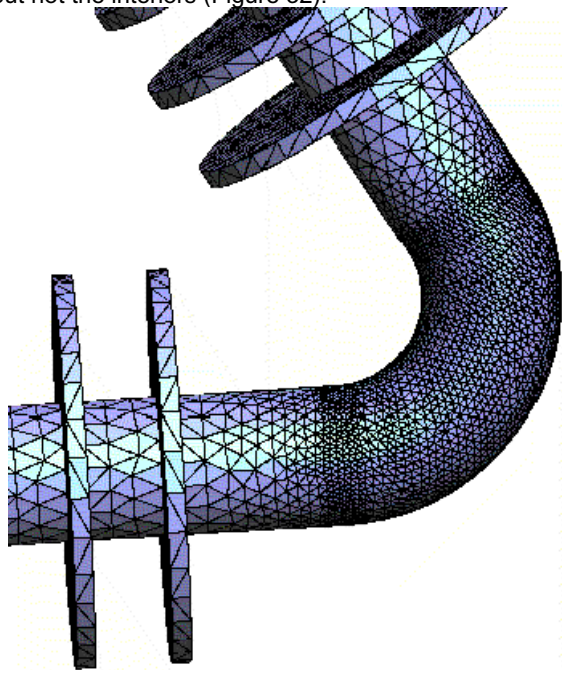

Figure 32. The mesh with a concentration of elements on the surfaces of the elbow
6. Choose **Mesh→View Mesh Boundary** to see only the contour of the meshed volumes but not the interiors (Figure 32).